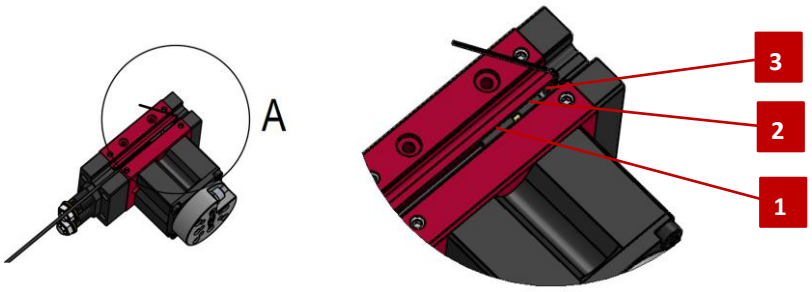

Fig. 19 Représentation capteurs de champ magnétique
1. Insérez le capteur (Fig. 19, 1) avec l'écrou pour rainure monté dans la rainure en C.
6. Fixez fermement le capteur avec la vis de fixation (Fig. 19, 3).